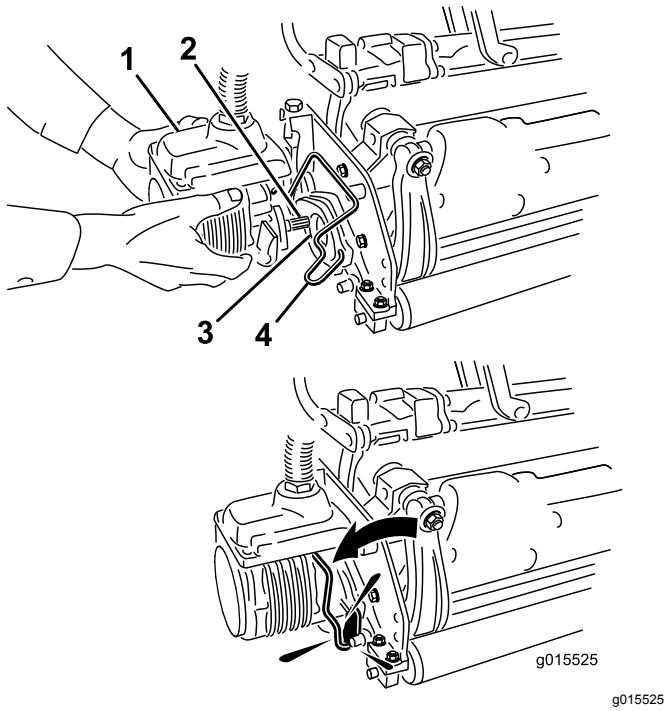

Figur 14
11. Kom rent smørefedt på notakslen på klippeenhedens motor (Figur 14).
12. Sæt motoren ind i klippeenhedens venstre side (set fra førersædet) og træk motorens holdestang på klippeenheden i motorens retning, indtil du hører et ”klik” fra begge sider af motoren (Figur 14).